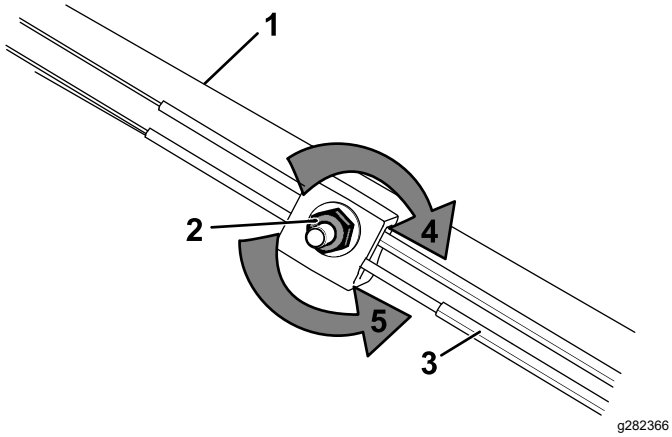

Figura 52
1. Gire la tuerca de ajuste en sentido antihorario para aflojar el ajuste del cable (Figura 52).
2. Ajuste la tensión del cable (Figura 52) tirando del mismo hacia atrás o empujándolo hacia adelante, y sujételo en esa posición.